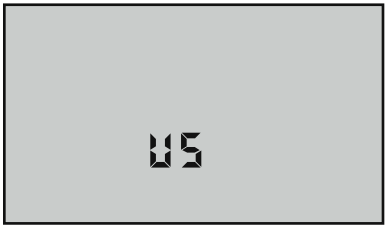

Figure 16
3. Press CAL/MCLR to change. Display will now indicate other format (see Figures 16 & 17).